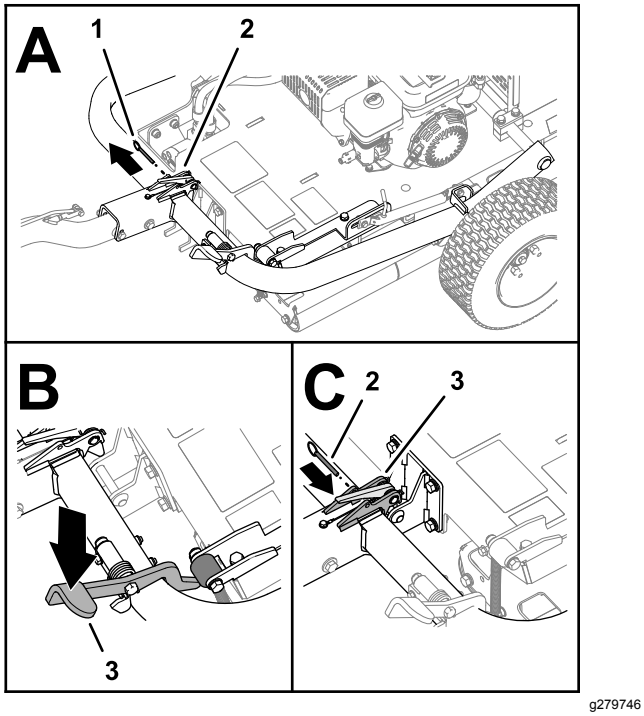

Figura 8
6. Se instalado, remova o pino de bloqueio do trinco.(Figura 8).
7. Pise o pedal do engate até o engate ficar bloqueado no lugar (Figura 8).
8. Insira o pino de bloqueio através dos furos do trinco (Figura 8).